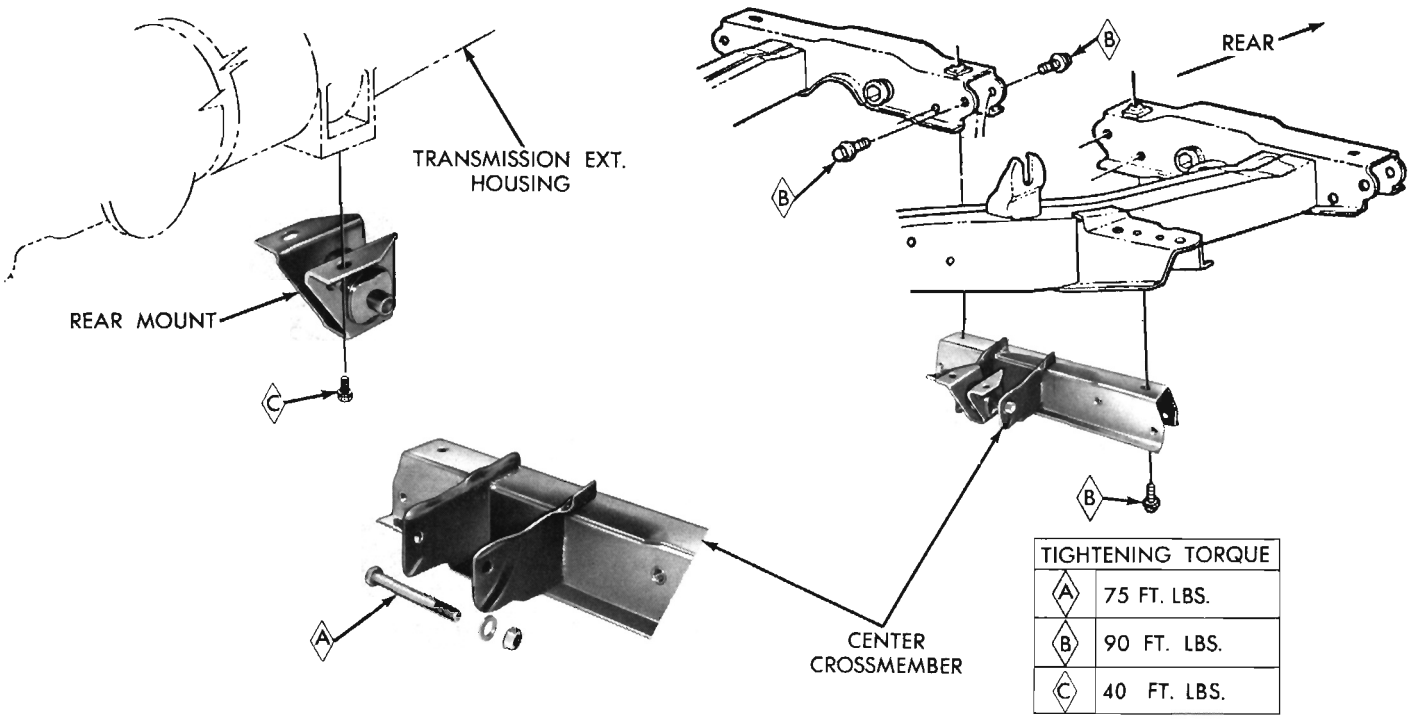

Fig. 14—Center Crossmember and Rear Engine Mount (Fury)
(1) Slide extension housing, with a new gasket, over mainshaft and down against the case. Install and tighten attaching bolts to 50 foot-pounds.
(2) Install center crossmember and tighten retaining bolts to 90 foot-pounds. Lower transmission, install extension housing to rear engine mount bolts and tighten to 40 foot-pounds. **FURY MODELS ONLY** (Fig. 14). Engine mount to center crossmember bolt and nut, loose assembled to this point, should now be torqued to 75 foot-pounds.
(3) Install the speedometer pinion and adapter.
(4) Carefully guide front universal joint yoke into extension housing and onto mainshaft splines. Connect propeller shaft to rear axle pinion yoke.